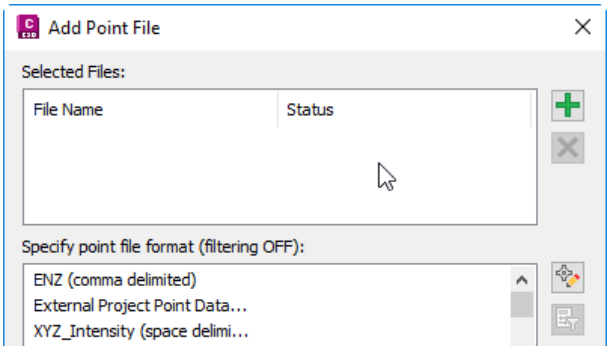

Figure 3-57 *Partial view of the* ***Add Point File*** *dialog box*
4. From the **Specify point file format** list box, select the **PENZD (space delimited)** option. This file format is used for the point files that are saved with the extension *.txt*, as shown in Figure 3-57.
6. Browse to the folder *c03_c3d_2025_tut* and select the *c03 _c3d_2025_tut01- PENZD* .txt file. Choose the **Open** button; the file name and path is displayed in the **Selected Files** list box, refer to Figure 3-57.